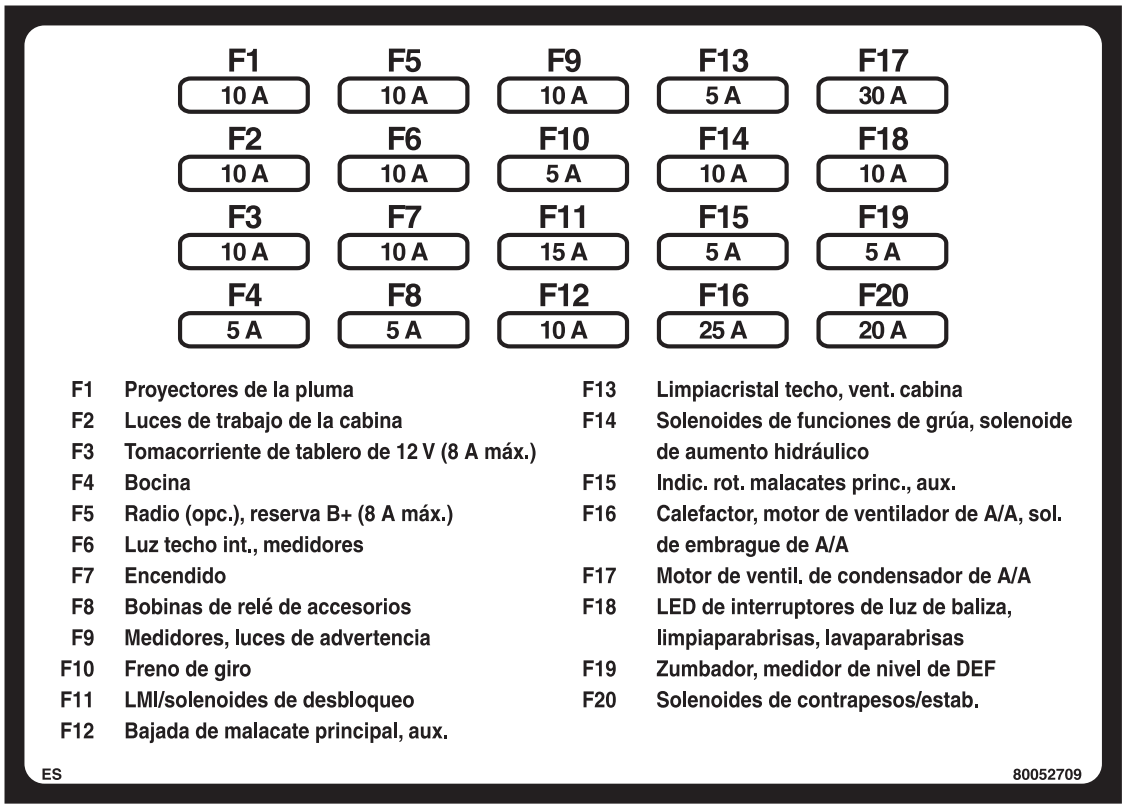
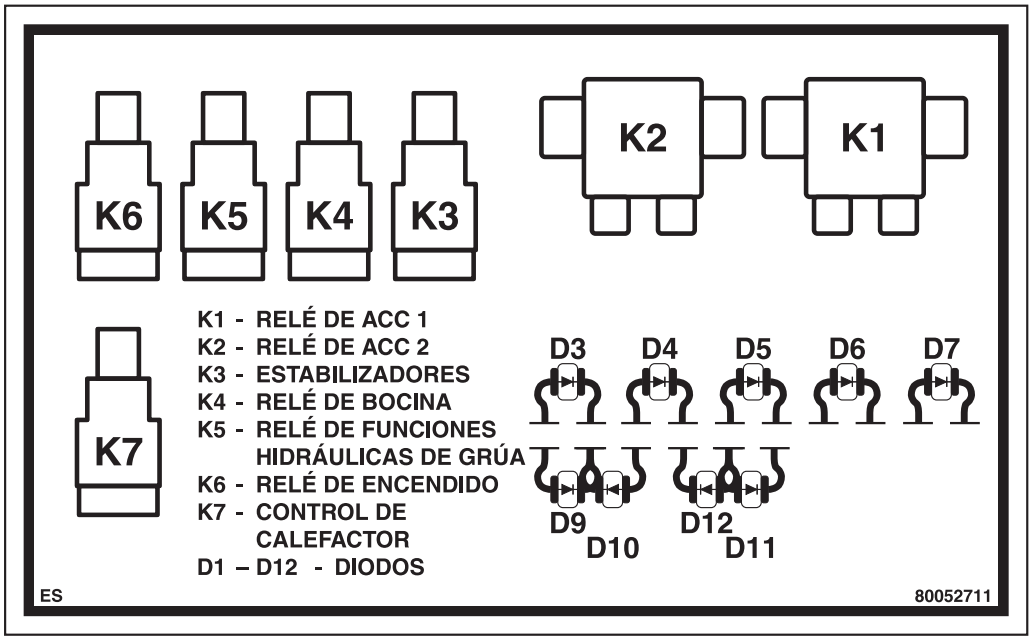

FIGURA 3-2
FIGURA 3-4
La mayoría de los circuitos eléctricos de la superestructura está protegida por los componentes del panel de relés (Figura 3-4) y del panel de fusibles (vea la Figura 3-2).
El panel de fusibles se encuentra en la pared trasera de la cabina, detrás del asiento, y contiene 20 fusibles. Para acceder a los fusibles, afloje los tornillos mariposa y retire la cubierta. Una etiqueta (Figura 3-4) en la cubierta identifica cada fusible, su función y su capacidad de corriente. Los fusibles 1, 2, 3, 4, 5 y 6 están energizados cuando se conecta la batería. Los fusibles del 7 al 16 se energizan cuando la batería se conecta y el interruptor de encendido está en la posición de marcha (1) o de accesorios (3).
NOTA: Consulte la Figura 3-2, 3-3, 3-4, y la Tabla 3-3 y 3-4 para la identificación de los relés y fusibles.
La superestructura tiene 7 relés (Tabla 3-4) (Figura 3-3 y 3-4) que controlan muchas de sus funciones. Los relés se encuentran en el tablero de relés de la superestructura (Figura 3-4).